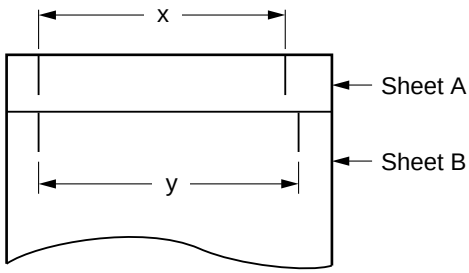

Figure 3-406
4) Put the left lines on sheet A and sheet B together, and adjust the position of the No. 1 mirror mount so that x and y in Figure 3-406 are identical.